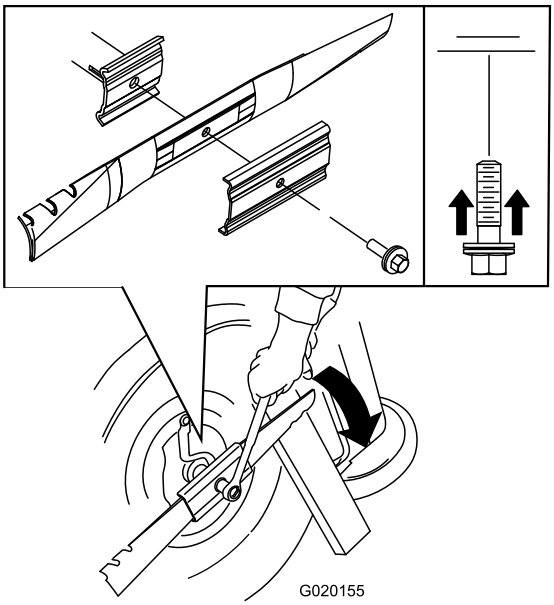

Figure 18
5. Montez une lame neuve (tournez le boulon de la lame dans le sens horaire) et toutes les fixations (Figure 18).